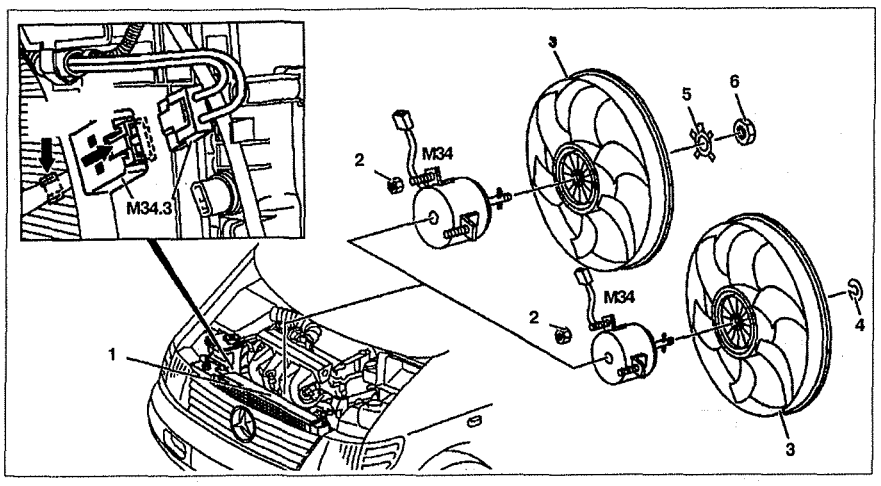

Рис. 2.98. Вентилятор:
3. Толкните радиатор **1** вперед (в направлении движения) (см.рис. 2.98).